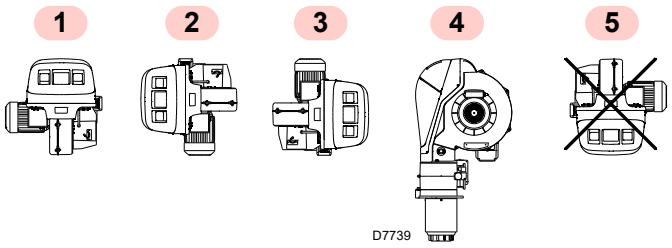

Fig. 11
- ➤ The burner is designed to operate only in positions **1**, **2**, **3** and **4** (Fig. 11).